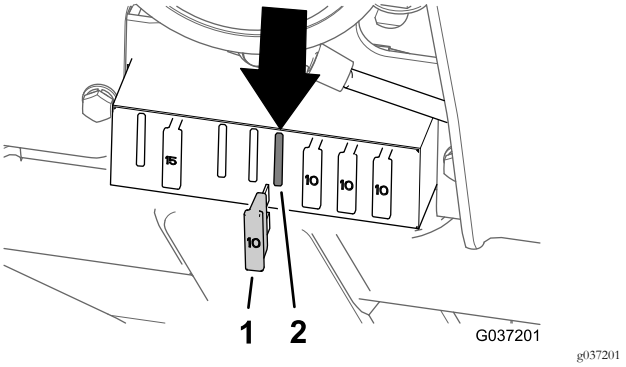

Figure 38
- Modèles 30654, 30657 et 30659 – 5ème position de fusible à partir de la gauche (Figure 38)